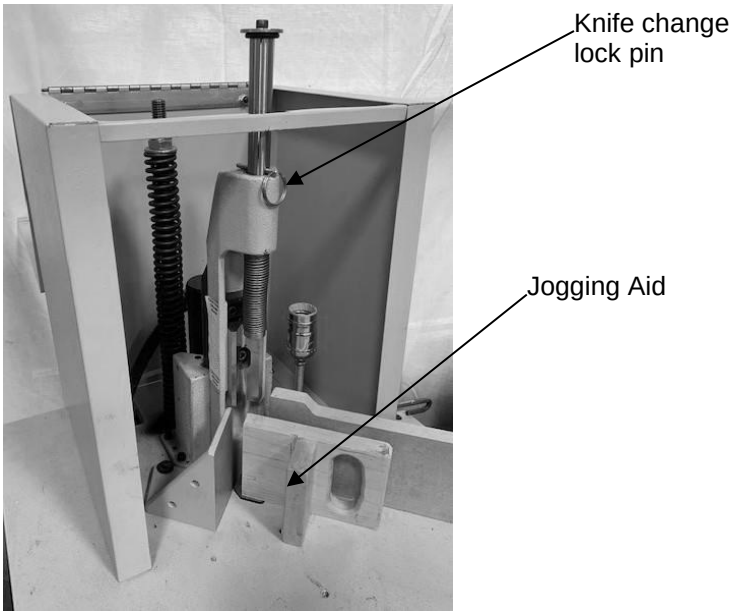

Figure 6 – Block Up the Clamp Plunger
4. Insert the knife change lock pin into the first (higher) hole in pressure foot guide shaft (Figure 6) and release the foot pedal.
5. Place the jogging aid under the clamp plunger as shown in Figure 6.
7. Remove the knife change lock pin from the highest hole and insert it into the lower hole (Figure 6), then release the foot pedal.
8. Place the jogging aid under the clamp plunger as shown in Figure 6.
10. Insert the knife change lock pin into lower hole in pressure foot guide shaft (Figure 6) and release the foot switch.